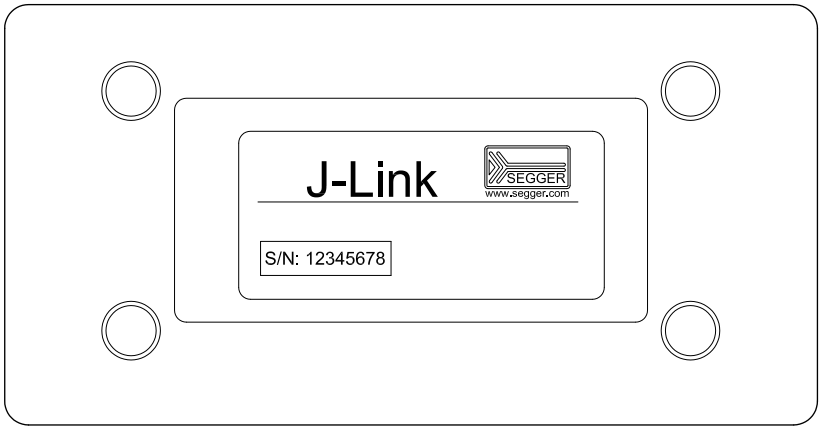

***Figure 30*** *J-Link serial number location*
2. Download and run the J-Link Software (version 4.52b or later) and documentation pack for Windows. The serial number from your SEGGER J-Link hardware is needed. It is printed on the bottom side of the J-Link, see ***Figure 30***.